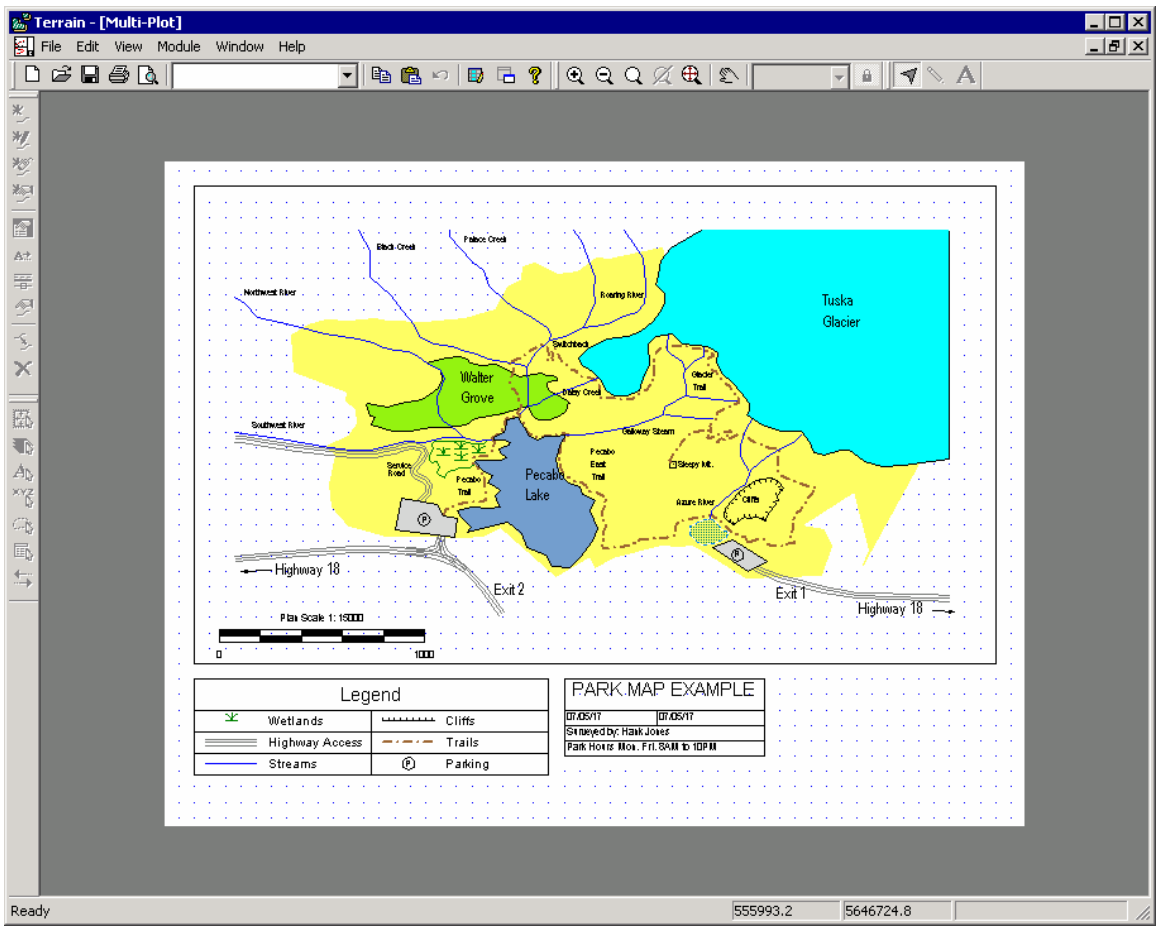

Figure 3.36: Multi-Plot With Rectangle
18. Repeating the procedure from step 17, create and position several rectangles as shown in Figure 3.36. Enter any text you wish.